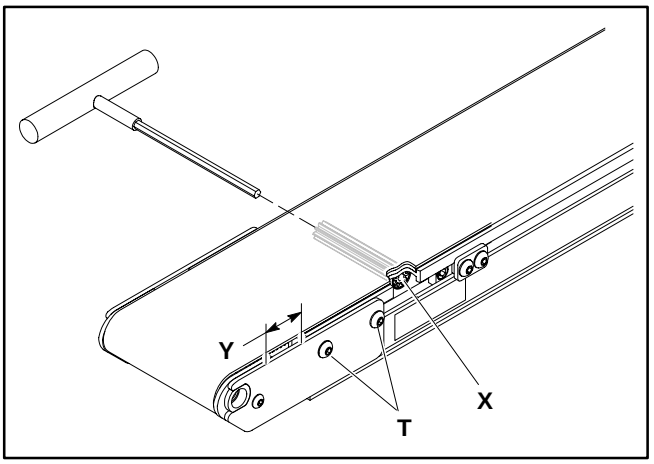

Abbildung 8
8. Die Schrauben der Verbindungsstreifen (V) mit 2 Nm festziehen. Die Installationsträgerschrauben (W) mit 9 Nm festziehen.
9. Einen 5 mm Sechskantschlüssel zu beiden Seiten des Ritzels einführen (X siehe Abbildung 8). Das Ritzel drehen, um die Spalte am Spannende (Y) auf 30 mm zu vergrößern.